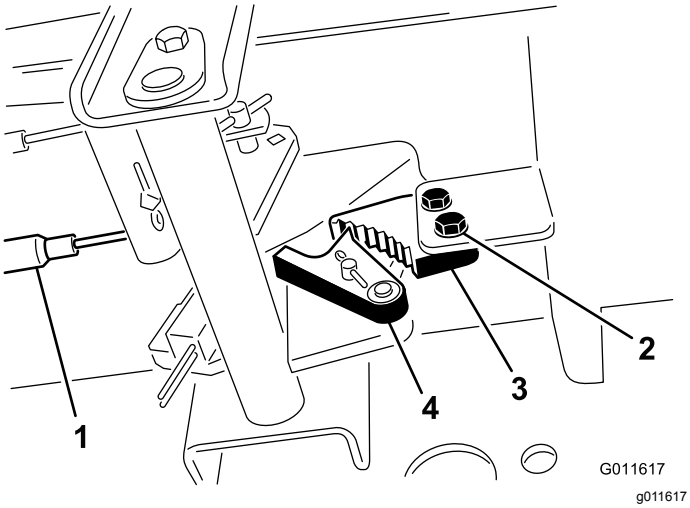

Figur 64
1. Løsn de to skruer, der fastholder parkeringsbremsepedalen på stellet (Figur 64).
2. Tryk parkeringsbremsepedalen frem, indtil parkeringsbremselåsen kobler helt ind på bremsepedalen (Figur 64).